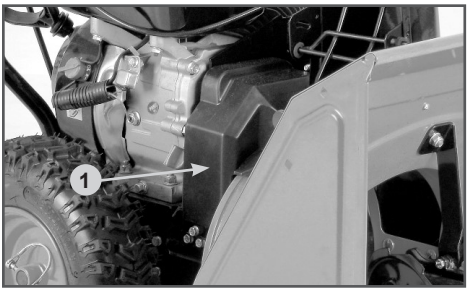

Рис. 34 Кожух защитный ремней
1. Открутите болты крепления и снимите кожух 1 защитный ремней (Рис. 34).